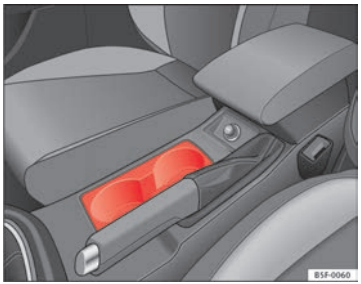

Fig. 79 Consola central: Suporte para bebidas à frente
– Coloque as bebidas no suporte ⇒ Fig. 79. Podem colocar-se duas bebidas. Nos revestimentos das portas existe a possibilidade de colocar também garrafas de plástico que sejam de maiores dimensões.